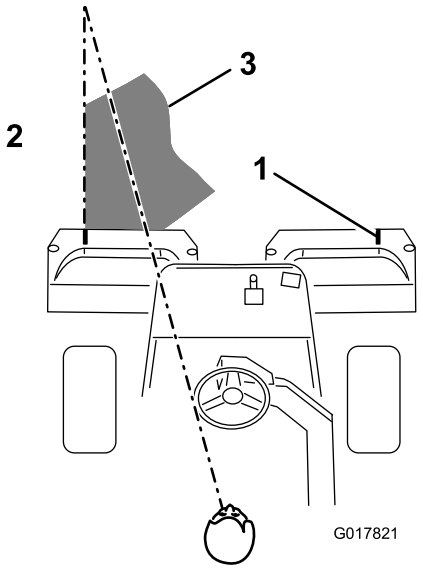

Figuur 38
3. Zorg ervoor dat een nieuwe maaibaan de vorige maaibaan zo weinig mogelijk overlapt. Om ervoor te zorgen dat u het gazon in een rechte lijn maait en de machine op een gelijke afstand van de rand van de vorige maaibaan blijft, moet u uitgaan van een denkbeeldige zichtlijn, ongeveer 1,8 tot 3 m vóór de machine tot de rand van het ongemaaide deel van de green (Figuur 38). Sommige bestuurders vinden het handig de buitenrand van het stuurwiel deel te laten uitmaken van de zichtlijn; d.w.z. de rand van het stuurwiel in een rechte lijn te houden ten opzichte van een punt dat altijd op dezelfde afstand van de voorkant van de machine blijft (Figuur 38).